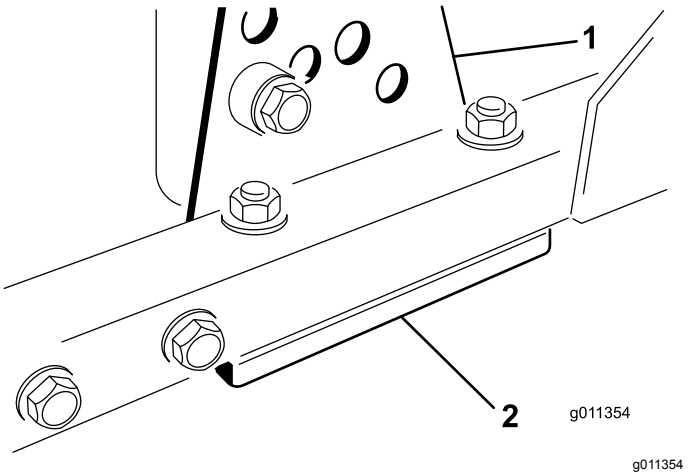

Figur 82
1. Fjern klippehøjdebeslaget (foran, venstre eller højre) fra skjoldrammen (Figur 82).
2. Juster afstandsstykkerne på 1,5 mm og/eller afstandsstykket på 0,7 mm mellem skjoldrammen og beslaget for at opnå den ønskede højdeindstilling (Figur 82).